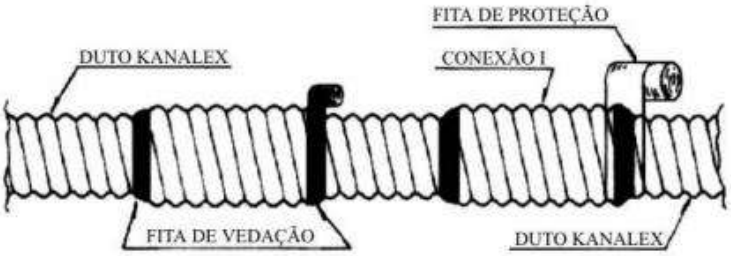

Figura 43
• Aplicar as fitas de vedação e de proteção (Figura 43).